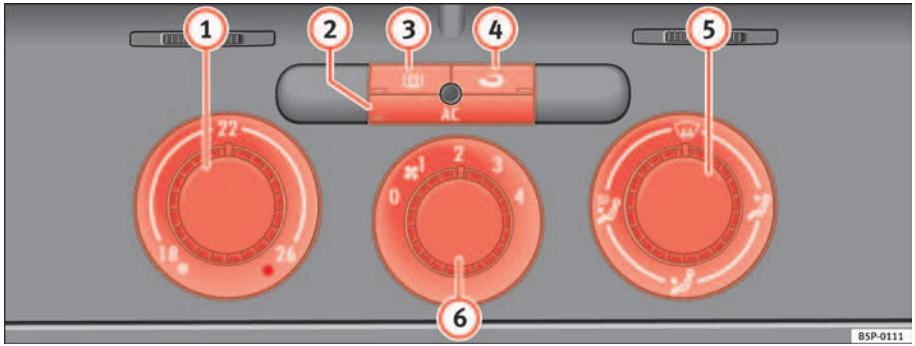

Fig. 123 On the dash panel: Climatic controls
– Using the controls ⇒ fig. 123 (1) and (5) and the control (6) you can set the temperature, air distribution and the air flow.
– To switch a function on or off, press the appropriate button (2), (3) or (4). When the function is activated, the display window in the lower corner of the button is lit.
(1) Temperature selector ⇒ page 152
(2) Button AC – Heating, ventilation and air-conditioning system on/off ⇒ page 152
(3) Button – Rear window heating. The heating will be switched off automatically approximately *20 minutes* after switching on. It can also be switched off beforehand by pushing the button.
(4) Button – Air recirculation mode ⇒ page 153
(5) Air distribution control ⇒ page 152
(6) Blower switch. There are four speed settings for the air flow. The air flow should always be set at the lowest speed when driving slowly.
– Switch on the air conditioner using the button ⇒ page 151, fig. 123 AC.